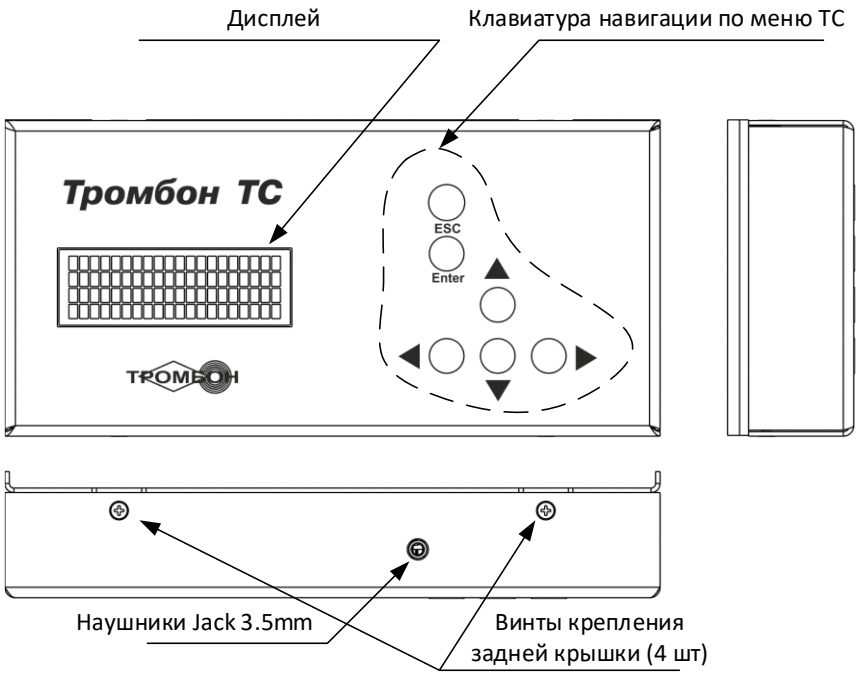

Рис. 1.1. Внешний вид ТС
1.1. Таймер сигналов «Тромбон ТС» ДВТР.465325.006 (далее ТС) работает совместно с оборудованием «Тромбон» (см. п. 2.1) и предназначен для проигрывания сигналов и речевых сообщений по заданному сценарию (расписанию). Внешний вид ТС представлен на рис.1.1.
2.3. Для подключения необходимо снять заднюю крышку, открутив винты крепления (см. рис. 1.1).